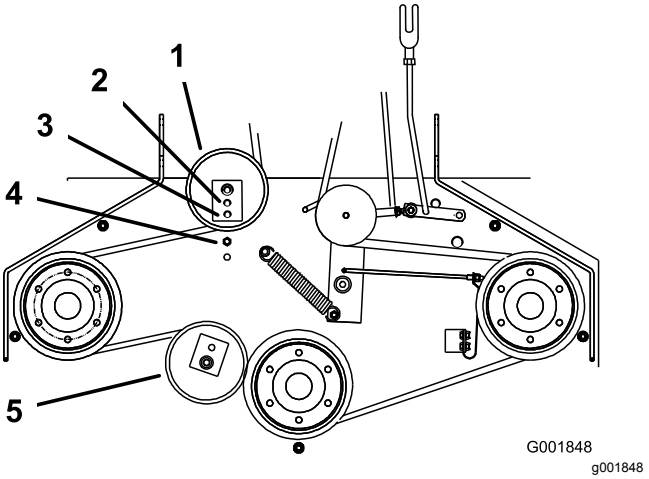

**Figur 47**
6. Om spännmuttern inte kan justeras ytterligare och remmen fortfarande är slack måste det bakre mellandrevet flyttas till mitthålet eller det främre hålet (Figur 47). Använd det hål som ger rätt justering.
7. När mellandrevet flyttas måste även remstyrningen flyttas. Flytta remstyrningen till det främre läget (Figur 47).